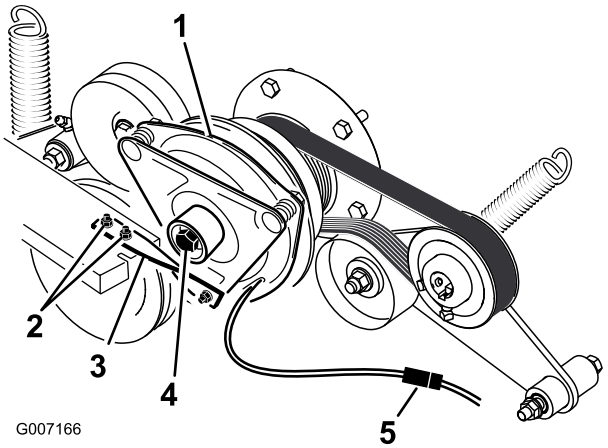

Figuur 65
5. Maak de stekker voor de elektrische aansluiting van de koppeling los (Figuur 65).
6. Verwijder de bouten waarmee de rubberen band van de koppeling is bevestigd aan het frame van de maaier (Figuur 65).
7. Verwijder de middelste bout waarmee de koppeling is bevestigd aan de uitgaande as van de motor en verwijder de koppeling en de spie (Figuur 65).
14. Houd de krukas op de achterkant van de machine, monteer de middelste bout en zet deze vast met een torsie van 68 Nm (Figuur 65).
15. Monteer de rubberen band van de koppeling op het frame van de maaier met de twee bouten en moeren die u eerder hebt verwijderd (Figuur 65).
17. Sluit de stekker voor de elektrische aansluiting van de koppeling aan (Figuur 65).